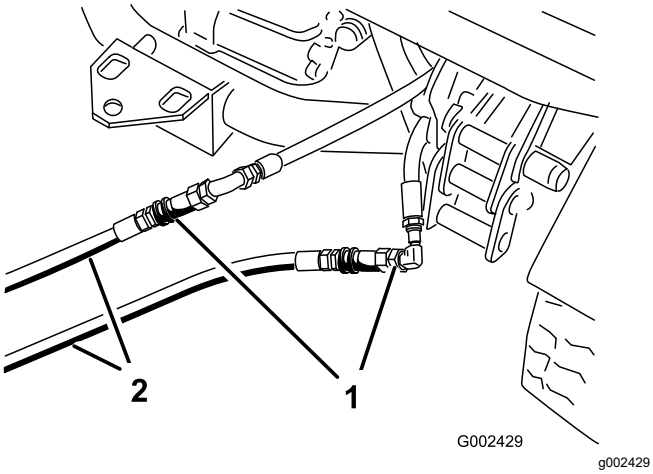

図 75
3. 故障しているワークマンのカップラホースに、救援用ホース 2 本を接続する図 75。